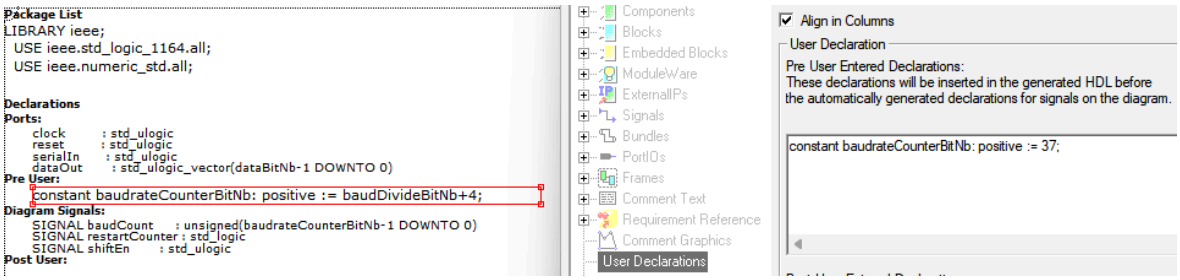

Figure 7 - Modify system counter bit number
- Input the required number of bits in the system. For this, in the **`COM/serialPortReceiver`**, double click the **`baudCounterBitNb`** constant definition at the top left of the schematic and edit it in the newly open window under **`User Declarations`** as shown under Figure 7 then click **`Apply`**: